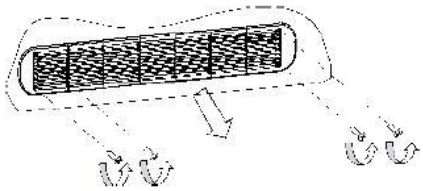

Fig.5-10
2) Allentare il gancio del lato abbassato come indicato nella Fig.5-10.